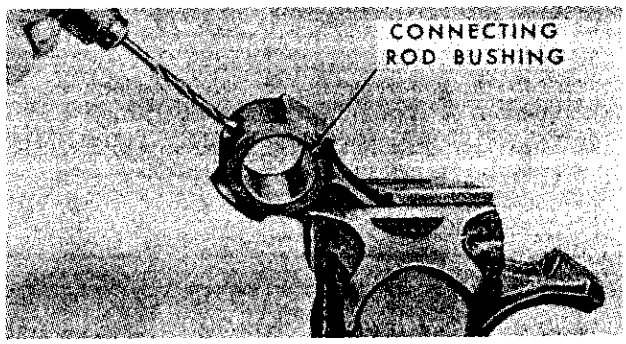

Fig. 88–Oil hole in connecting rod bushing must be drilled after bushing is installed, but before reaming or honing bushing to fit pin.
94. The 1.4997-1.5000 diameter floating type piston pins are retained in the piston pin bosses by snap rings and are available in standard size only. Piston pin should have a clearance of 0.0005-0.0007 in connecting rod bushing and a clearance of 0.0003-0.0005 in piston bosses. After installing new piston pin bushings in connecting rods, the oil hole in bushing must be drilled as shown in Fig. 88 and the bushings final sized with a spiral expansion reamer to obtain the specified pin to bushing clearance. Bushing inside diameter should then be 1.5003-1.5006. When assembling, identification notch or number in top face of piston must be to front end of engine and the identification number on rod and cap towards right side of engine